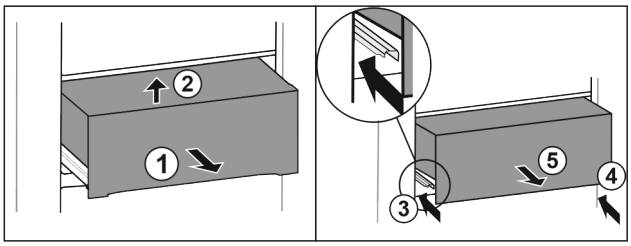

*Fig. 28**
▶ Estrarre il cassetto a metà *Fig. 28 (1)*.*
▶ Sollevare dal lato anteriore *Fig. 28 (2)*.*
▶ Inserire la guida a sinistra *Fig. 28 (3)*.*
▶ Inserire la guida a destra *Fig. 28 (4)*.*
▶ Rimuove il cassetto tirandolo in avanti *Fig. 28 (5)*.*